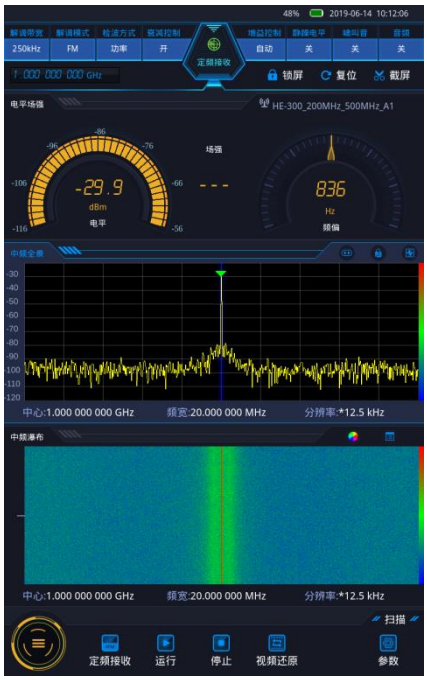

图 3.16 正弦信号测量结果
3) 设置测试接收机中心频率。选中频谱图窗口，设置中心频率 1GHz，频宽 20MHz，分辨率 12.5kHz。此时，在电平场强窗口可以观测到电平和频偏值，若接入天线，并导入相应的天线因子，还可以得到场强值，在中频全景窗口应可以观测到 1GHz 信号频谱，如图 3.16 所示。